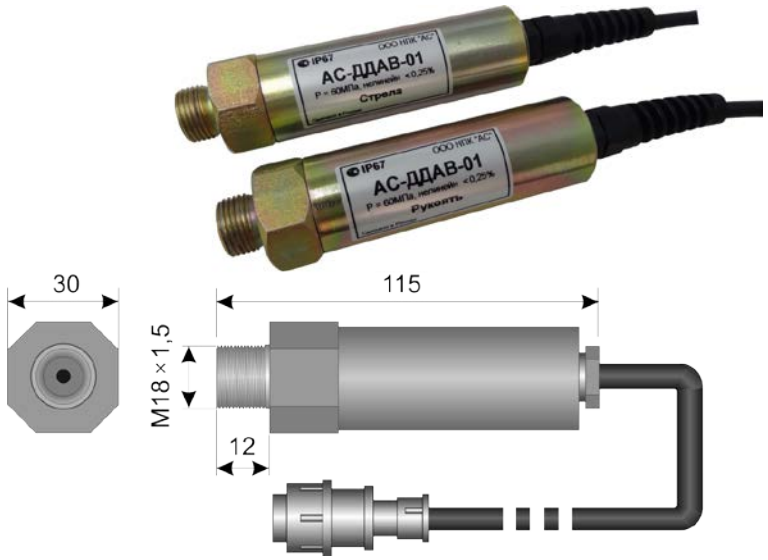
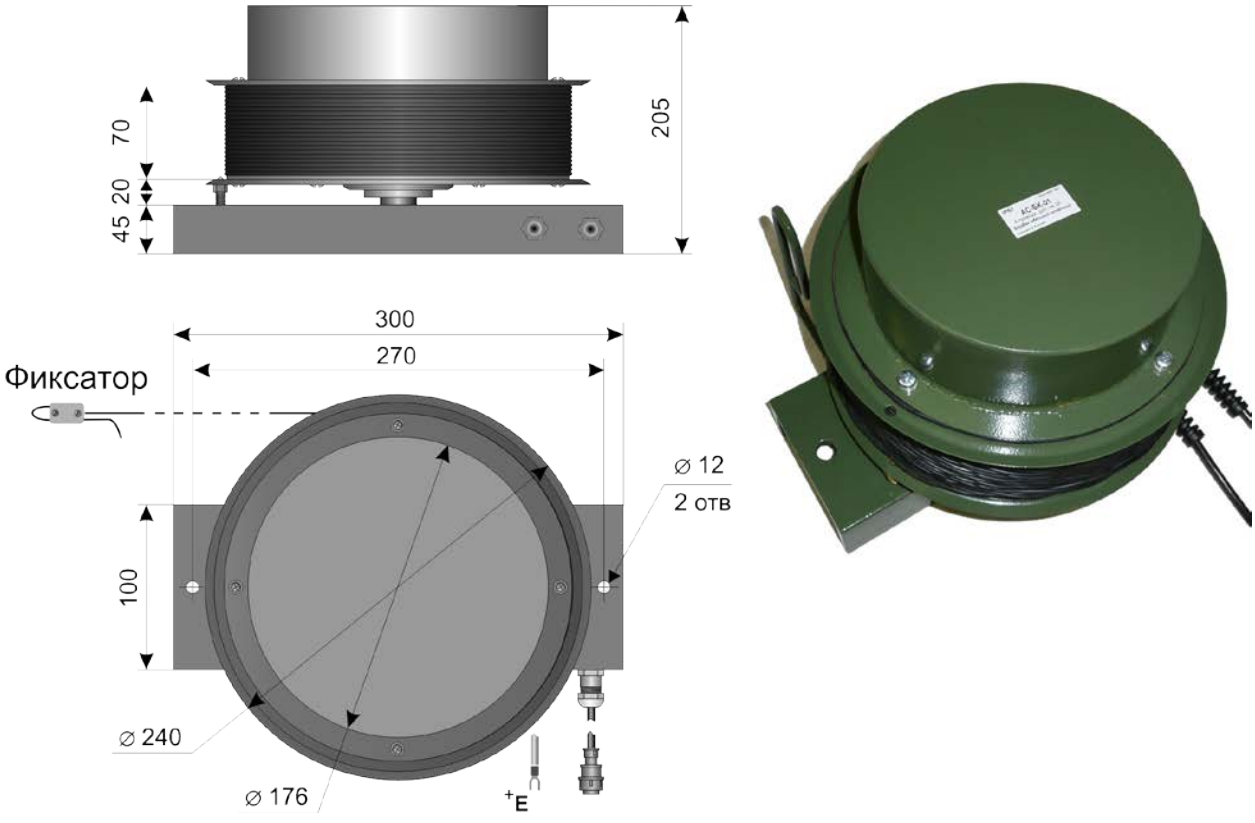

Рис. 2
Рис. 3
6.4.2.Для функционирования АОГ к его входам должны быть подключены датчики давления в поршневых полостей гидроцилиндров подьема стрелы и рукояти, рис.2, и посредством кабельного барабана рис.3 – концевой выключатель ограничителя подъёма крюка.
6.5. Датчик давления, рис.2, представляет собой прибор, преобразующий величину давления в электрический сигнал. В данной модификации АОГ используется два датчика давлениия: один - измеряюший давление в поршневой полости гидроцилиндра подьема стрелы, а второй – в поршневой полости гидроцилиндра подъёма рукояти.
П1.5. Нажать кнопку 8 "Блокировка". Прозвучит звуковой сигнал, произойдет заполнение верхней шкалы 4 "Стрела", рис.2 и система перейдет в режим настройки рукояти, Рис.3. Мигают индикаторы 1,2,3, заполнены зеленые сегменты шкалы 4 "Стрела", горит 1 сегмент на шкале 4 "Рукоять.